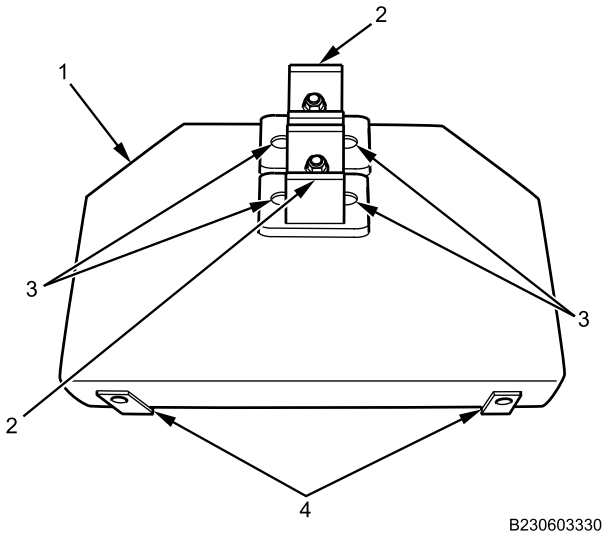

Figure 3. Junction Block.
1. Remove four rivets (Figure 3, Item 3) and two junction blocks (Figure 3, Item 2) from battery cable junction block support (Figure 3, Item 1). Discard rivets.
2. Remove two J-clips (Figure 3, Item 4) from battery cable junction block support (Figure 3, Item 1).
1. Install two J-clips (Figure 3, Item 4) on battery cable junction block support (Figure 3, Item 1).
2. Position two junction blocks (Figure 3, Item 2) on battery cable junction block support (Figure 3, Item 1).
3. Install four new rivets (Figure 3, Item 3) on two junction blocks (Figure 3, Item 2).